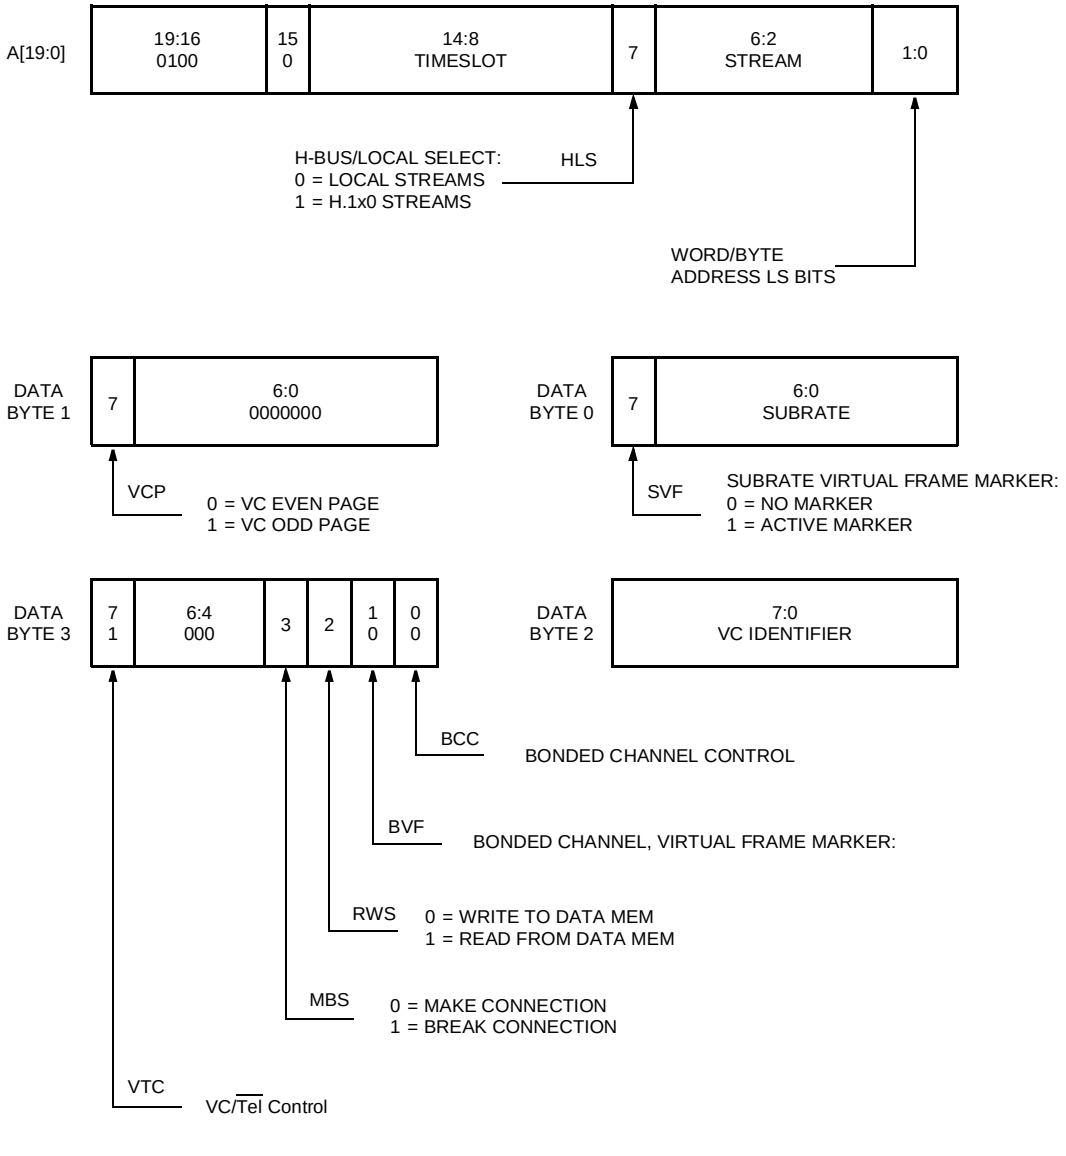

Figure 44. Microprocessor Programming—Make/Break/Query Virtual Channel Nonbonded Connections
- MAKE/BREAK/QUERY, virtual channel nonbonded connection* (see Figure 44 on page 142).